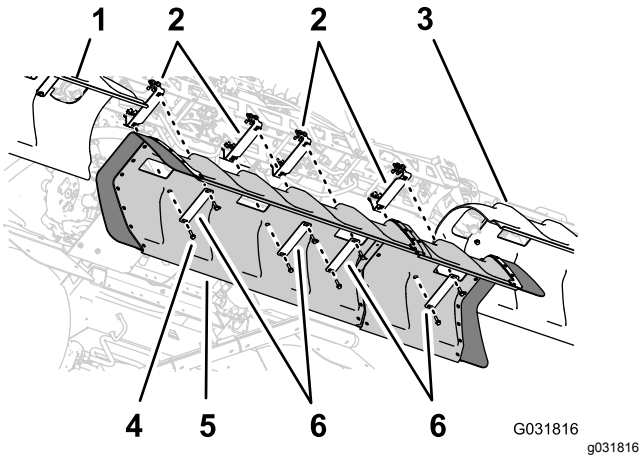

Figur 152
1. Rett inn hullene i det midtre seksjonsdekslet med hullene i støttebraketten for det midtre seksjonsdekslet (Figur 152).
2. Innrett hullene i to av dekselstroppene som du fjernet i trinn 1 av 6 Fjerne midtre seksjonsdeksel (11 dyser) i tildekket bomsett (valgfritt) (side 15) med slangen i dekslet og to av støttebrakettene (Figur 152).
4. Innrett hullene i de to dekselstroppene (Toro-delenr. 120-0629) med de fire gjenværende hullene i dekslet og de fire gjenværende hullene i støttebrakettene (Figur 152).
5. Monter dekselstroppene og dekslet til støttebrakettene (Figur 152) med de fire flenshodeboltene (5/16 x 1-1/4 tomme – Toro-delenr. 323-36).